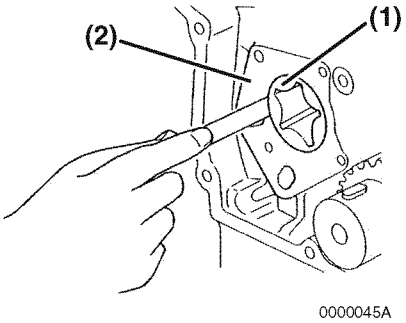

Figure 9-25
Determine the outside clearance of the outer rotor. Insert a feeler gauge between the outer rotor **(Figure 9-25, (1))** and gear case oil pump cavity **(Figure 9-25, (2))**.